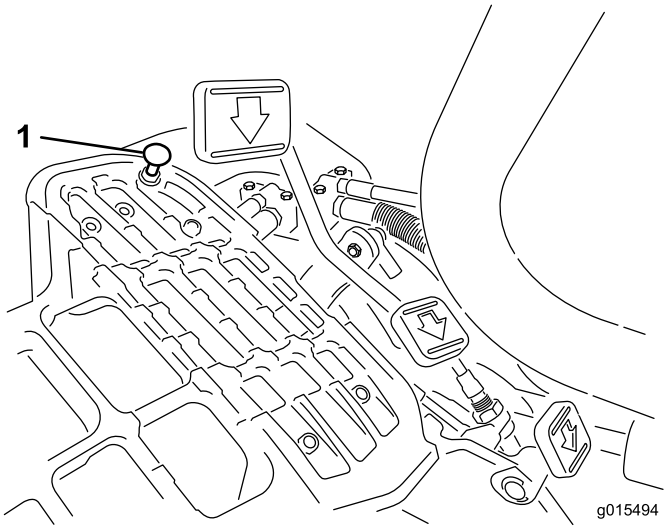

Figur 48
For å oppnå maksimal transporthastighet, må du sette styrespaken i Transport-stilling og trykke inn trekkpedalen. Hvis du kan tråkke pedalen helt inn (Figur 48) før det er spenning i kabelen, er det nødvendig med en justering.
1. Sett styrespaken i transport-stillingen og løsne på låsemutteren som fester pedalstopperen til gulvplaten (Figur 48).